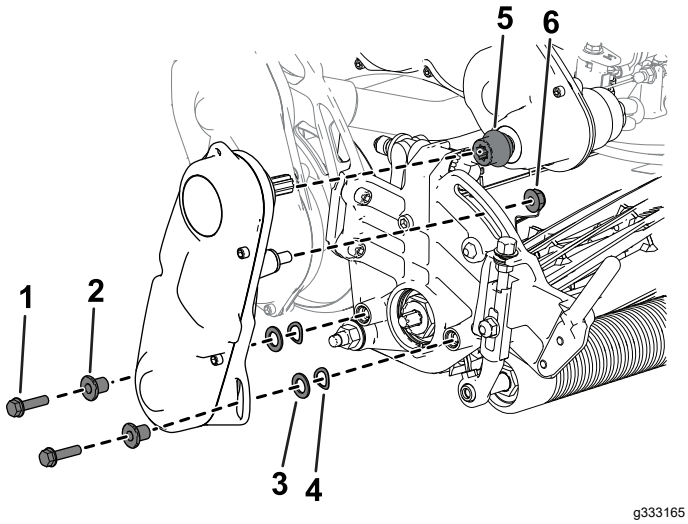

Figuur 49
3. Verwijder de messenkooiaandrijving van de maai-eenheid (Figuur 49) en bewaar het bevestigingsmateriaal.